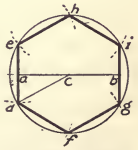

Fig. 32.
(2) When only the short diameter of a hexagon, (the distance between parallel sides) is given, erect a perpendicular **de** at the end of the diameter **ab** as in Fig. 32. Bisect the diameter, to locate **c**, and from **c** draw a line at an angle of 30 degrees to the line **ab**, and intersecting the perpendicular at **d**. With **c** as the center, and **cd** the radius, describe a circle. With **d** as a center and **cd** as a radius, describe arcs **e** and **f**. With **e** and **f** as centers, using the same radius, describe arcs at **g** and **h**; and in like manner, using either **g** or **h** as a center, describe arc **i**. Connect these six points with straight lines, thus forming the required hexagon.